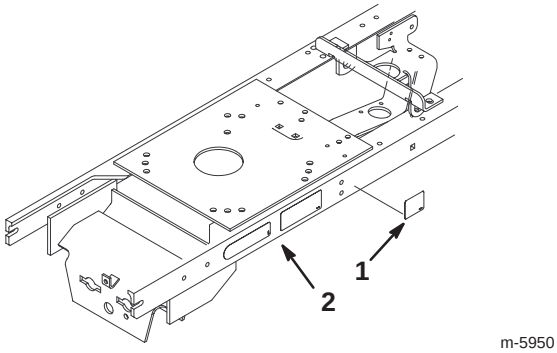

Figure 17
1. Clean an area on the left–hand tractor frame for the decal (Fig. 17)
2. Install the decal on the tractor frame (Fig. 17)